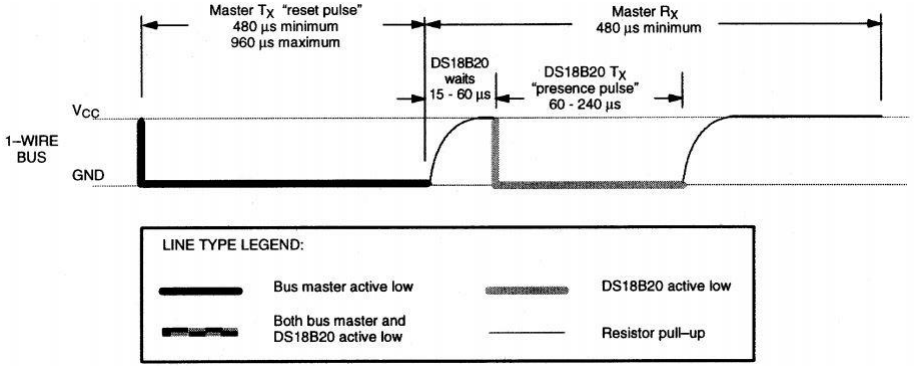

图 16-15　检测存在脉冲
1、初始化。和 I^2C 的寻址类似，1-Wire 总线开始也需要检测这条总线上是否存在 DS18B20 这个器件。如果这条总线上存在 DS18B20，总线会根据时序要求返回一个低电平脉冲，如果不存在的话，也就不会返回脉冲，即总线保持为高电平，所以习惯上称之为检测存在脉冲。此外，获取存在脉冲不仅仅是检测是否存在 DS18B20，还要通过这个脉冲过程通知 DS18B20 准备好，单片机要对它进行操作了，如图 16-15 所示。